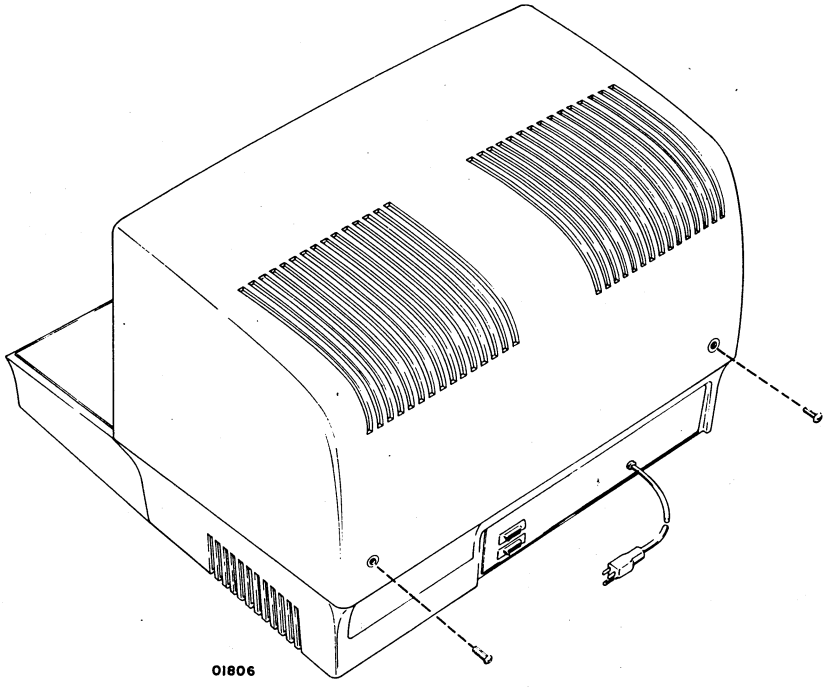

Figure 14-3. Cabinet Hood Removal
4. Remove the cabinet hood from the display module by unscrewing two mounting screws at the rear of the hood (figure 14-3) and sliding the hood to the rear, then up. Check for loose or broken switches, connections, and logic assemblies.